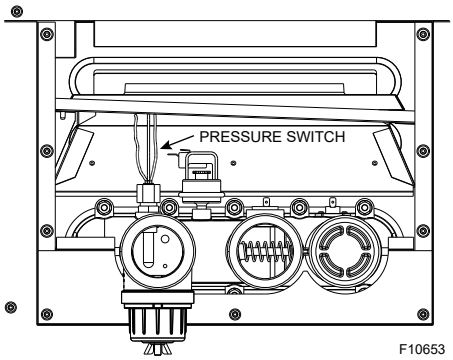

Figure 30. Component Wiring Locations - In/out Header
2. Disconnect wires at high limit, AGS (automatic gas shutoff), water pressure switch on the in/out header and ProTek Shield bonding wire. See **Figure 30.**